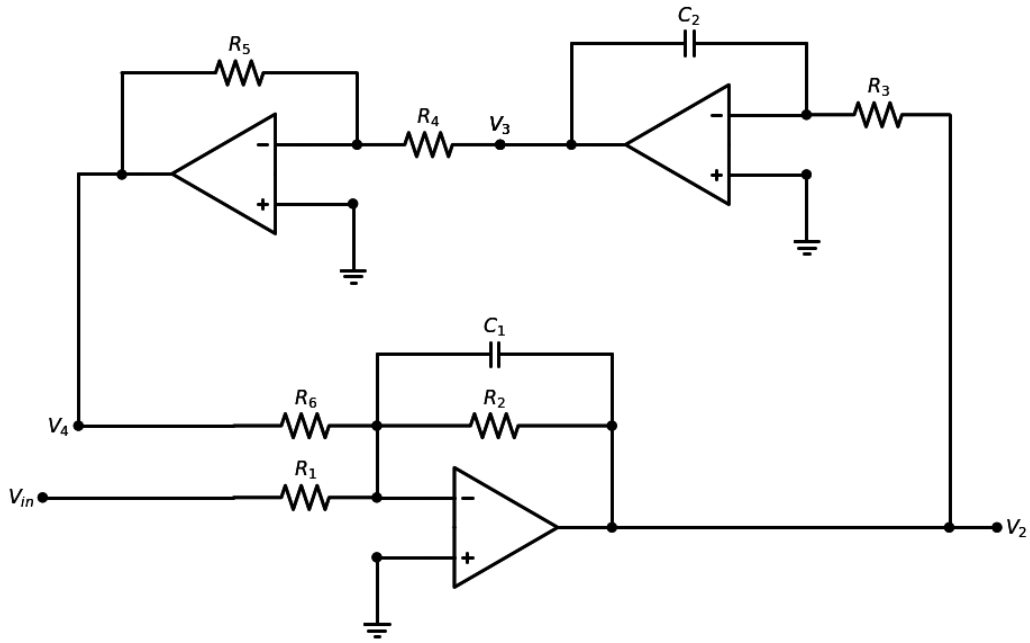

Figure 1: Bandpass filter circuit
The bandpass filter will be composed of 3 stages. The complete circuit is shown in Figure 1. The individual stages are shown in Figure 2. (You are welcome to use the schematics in your report, but make sure to cite this document as a source if you do this.)
Analyze the bandpass filter in Fig. 1. Make the simplification that $C = C_1 = C_2$ for this entire project. For all final expressions, make sure to simplify your results; do not leave expressions such as $R||\frac{1}{j\omega C}$ in your boxed answers. **Include the following information in your report. Make sure to number it, write or type clearly, and make your report easy to follow for full credit.**
3. Using techniques developed in class, derive the general transfer function for Stage 1 $H_1(j\omega) = V_2/V_{in}$ for the circuit shown in Fig. 1 (in terms of $j\omega$, R_1, R_2, R_3, R_4, R_5, R_6 and C). Recognize that this is a summing amplifier with an output voltage V_2 that is dependent on V_4 and V_{in}. Use your derivations for the other stages in this derivation. Make sure to box the final transfer function and show all work clearly.
1. Using LTspice, create a schematic of Figure 1 using your design. Include the schematic in your report. You will use the LM741 model.
i. Figure 1 (or a recreation of Figure 1) is included. **Make sure to cite this document if you use this figure!** Include a few important equations (such as the final transfer functions, the transfer function in the format of Eq. (1), the equations you used to calculate the resistances and capacitances) and insert them in the manner shown in this document (each equation is centered, on its own line, with its number on the right in parenthesis). Do NOT include your derivations here; derivations should be included in an appendix.